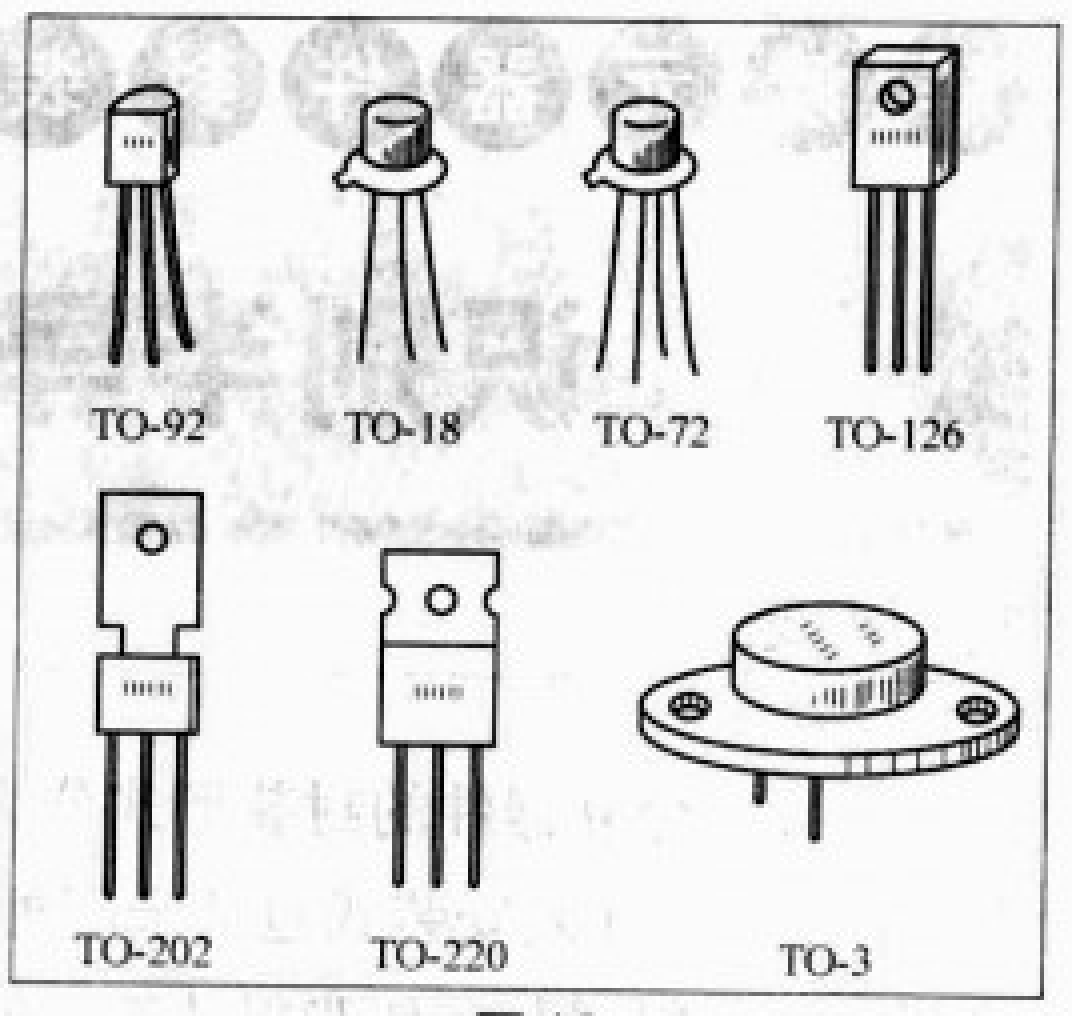

图10
2.从封装形状上看，晶体管的封装形状主要有TO-92型、TO-18型、TO-72型、TO-126型、TO-202型、TO-220型和TO-3型等，如图10所示。